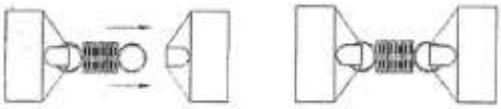

Fig. 1
d) Extend the spring attached to the metal tab; latch the spring loop onto the hook on the opposite side. **(Fig.1)**